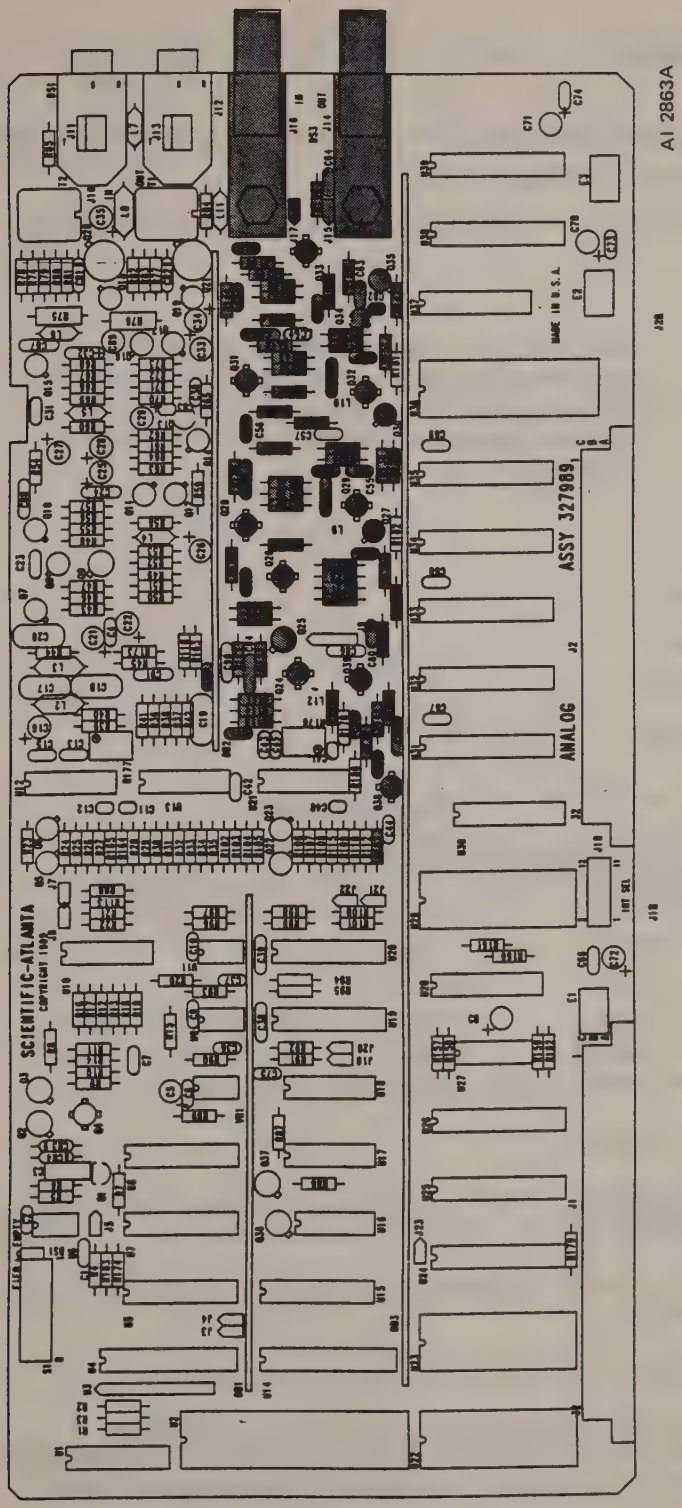

Figure 3.108. DS3 Components of Signal Analysis Card
3. Put the signal analysis card on the Scientific-Atlanta card extender. Have the schematic handy (Chapter 5) and refer to Figure 3.108 to locate components.
1. Put the signal analysis card on the Scientific-Atlanta card extender. Have the schematic handy (Chapter 5) and refer to Figure 3.108 to locate components.